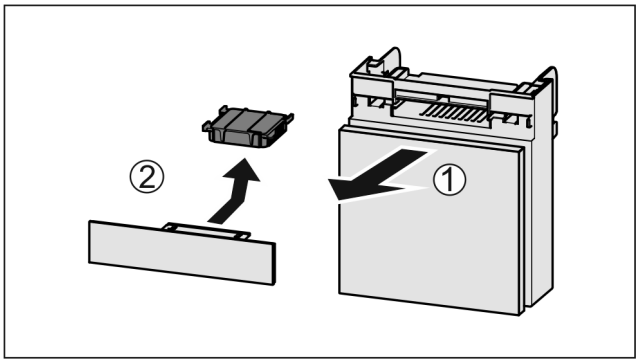

Fig. 205
- ▶ Extraire le compartiment par l'avant *Fig. 205 (1)*.
- ▶ Sortir le filtre à charbon actif *Fig. 205 (2)*.